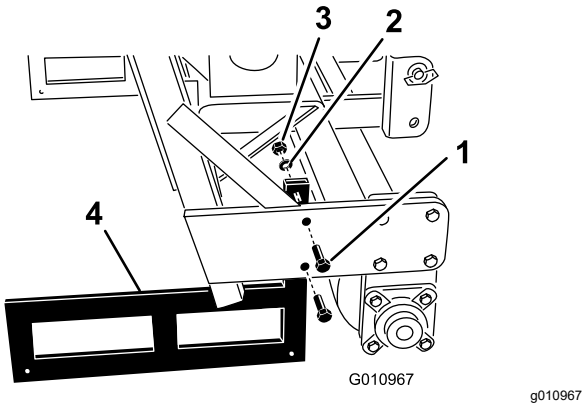

Figura 32
2. Rimuovete i bulloni, le rondelle di bloccaggio e i dadi che fissano i supporti di rimessaggio sulle estremità dell'arieggiatore (Figura 32).